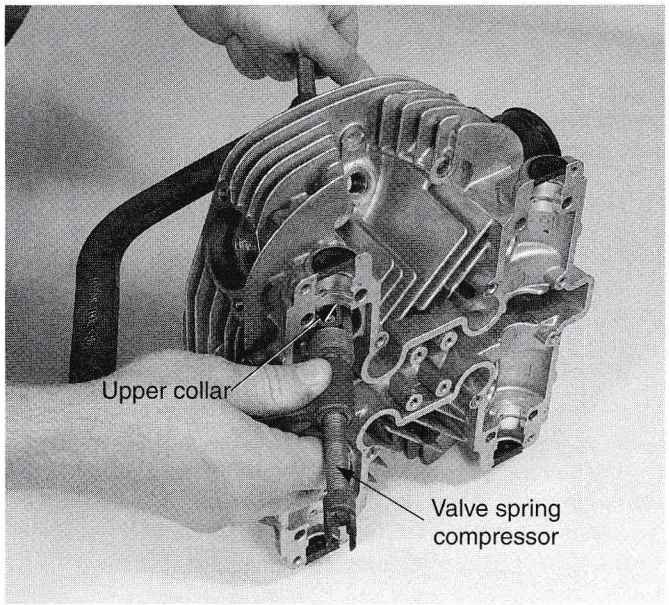

Figure 20-29. A valve spring compressor pushes the top collar and valve spring down so keepers can be installed.
5. Use a valve spring compressor to assemble upper spring collar and keepers, **Figure 20-29.**